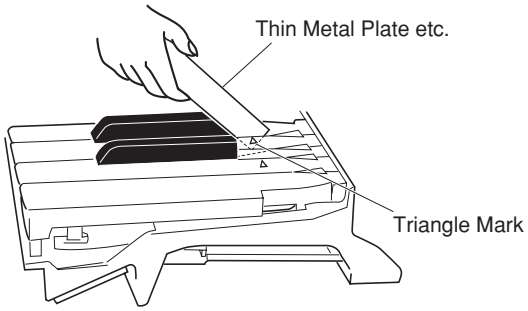
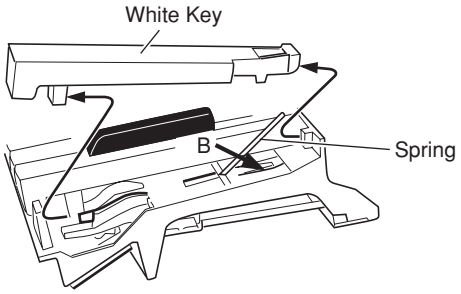

Fig.18
Fig.19
1. In order to release the white key from the stopper, insert a thin plate between the white keys (gap in the direction indicated by the triangle mark, near the fulcrum of the key), press down the stopper marked "B" and move the white key forward. Then the white key being released from the stopper lifts up. (Fig.18, Fig.19)
2. In this state, move the white key rearward a little. Then the white key can be removed. (Fig.19)